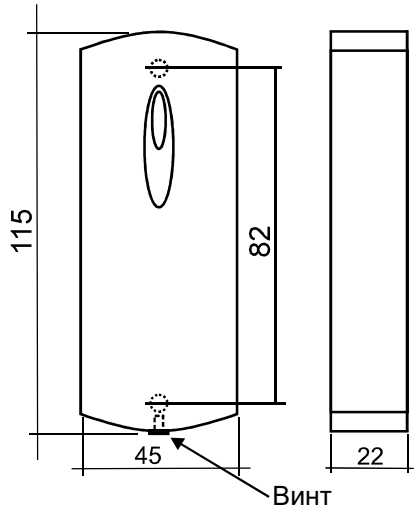

Рис. 1 Внешний вид и габаритные размеры считывателя.
1) Разместить и просверлить отверстия для крепления (см. Рис.1).